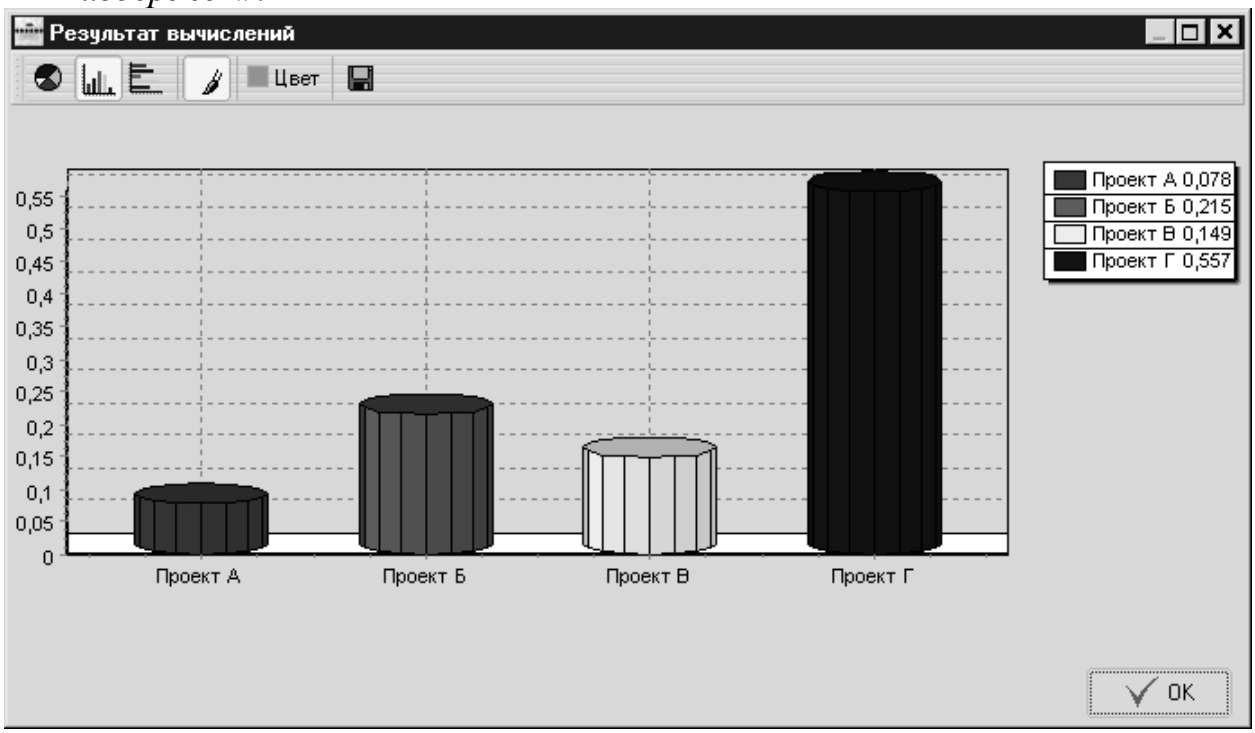

Рис. 26. Окно «Результат вычислений»
5. Далее отображается диаграмма результатов, нажав на клавишу в окне *«Результат Вычислений»*. Будет выведена диаграмма иерархии преимуществ (рис. 26). Для отображения иерархии издержек Вы должны вернуться в окно *«Результат вычислений (анализ «стоимость-эффективность»)»* и в поле *«Иерархия»* выберите параметр *«Иерархия издержек»*.